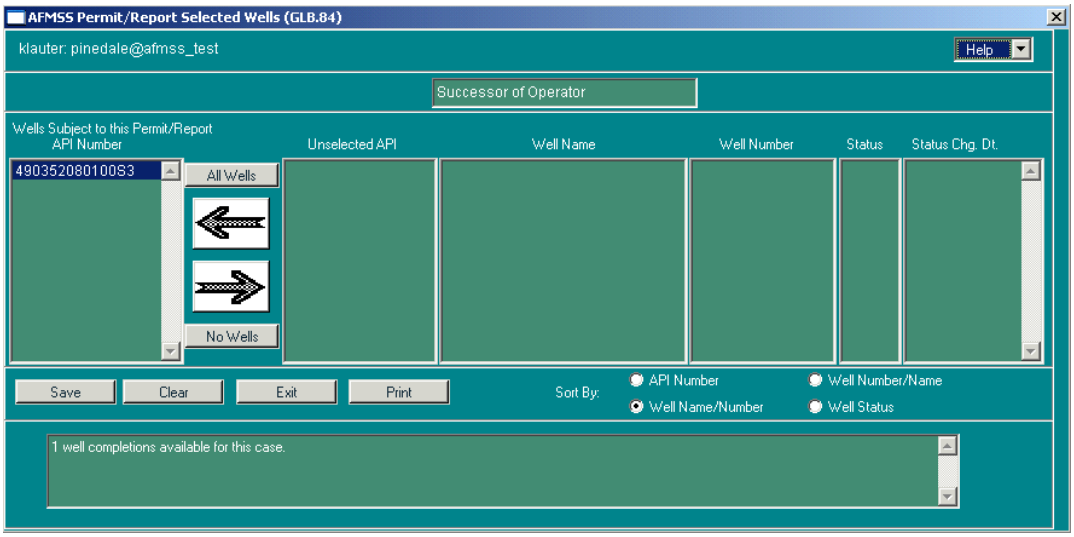

Figure 3-22: Non-Indian AFMSS Permit/Report Selected Wells (GLB.84) Window
3. Select a case number in the **Case Number** field then click the **Select Wells** button. This launches the *Non-Indian AFMSS Permit/Report Selected Wells (GLB.84)* window (Figure 3-22).